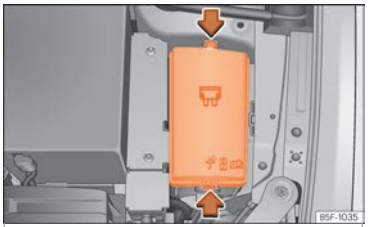

Fig. 105 In the engine compartment: lid of the fuse box.
- Press the locking tabs to release the fuse box cover ››› Fig. 105.